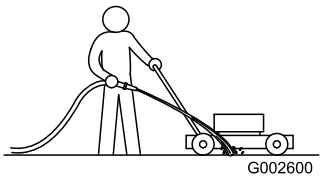

Figuur 46
1. Plaats de machine op een vlak, verhard oppervlak, laat de motor lopen en spuit een straal water voor het rechter achterwiel (Figuur 46).